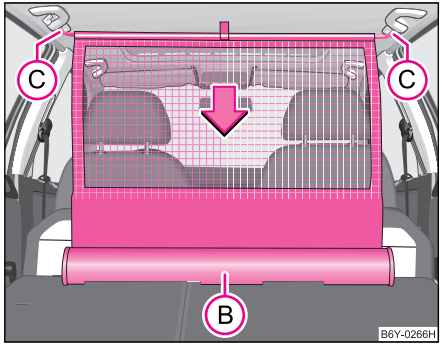

Fig. 64 Strângerea peretelui despărțitor
– Trageți bara în spate din suporturile din plafon, mai întâi pe o parte, apoi pe partea cealaltă, şi scoateți-o din suporturi (C) ⇒ pagina 80, fig. 64.
– **Susțineți** bara transversală astfel încât peretele să se poată rula încet şi fără să se deterioreze, în carcasă (B).